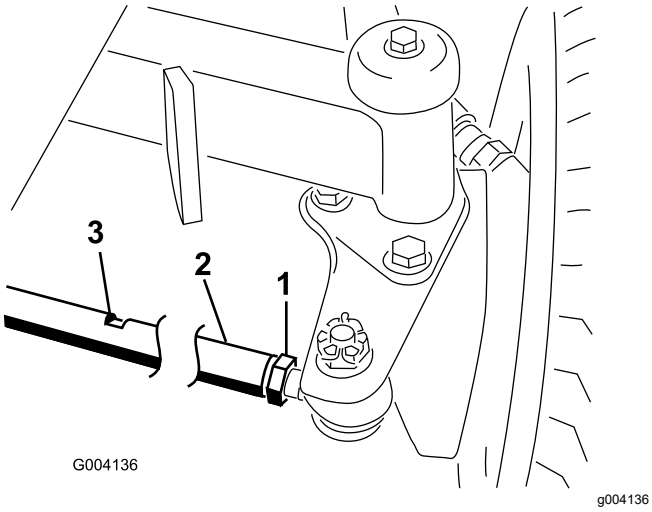

Rysunek 58
2. Poluzuj przeciwnakrętkę na każdym końcu drążka kierowniczego (Rysunek 58).